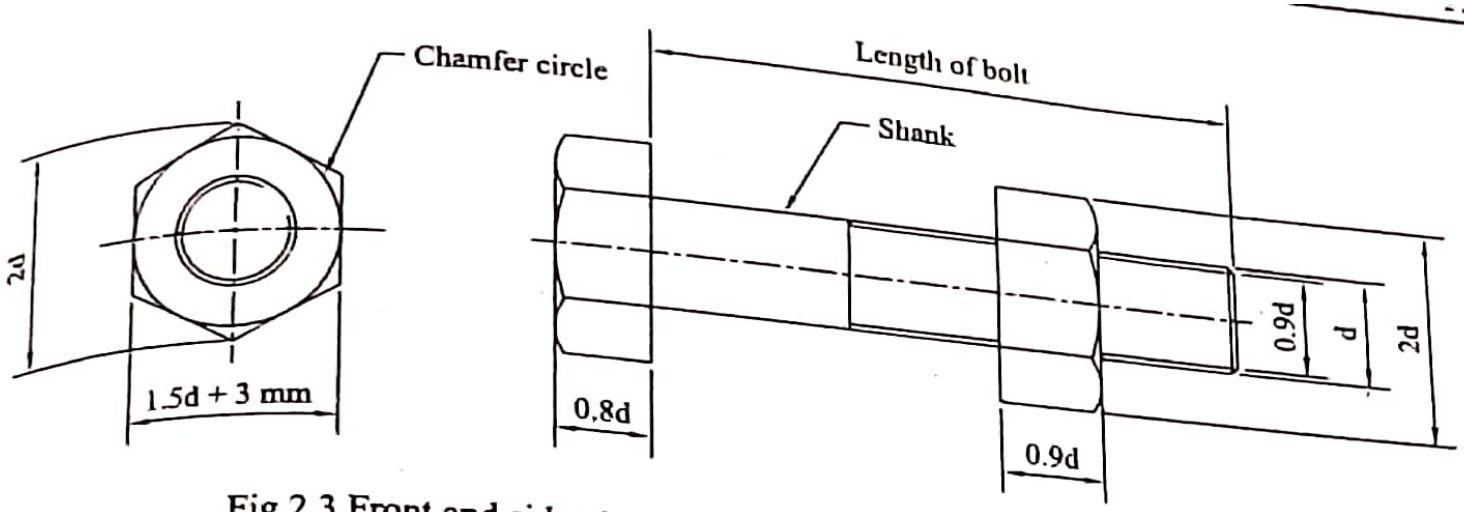

Fig.2.3 Front and side view of a hexagonal headed bolt across flats
*The Fig.2.3 shows the front and side view of a hexagonal headed bolt across flats he nominal diameter d with standard proportions.*